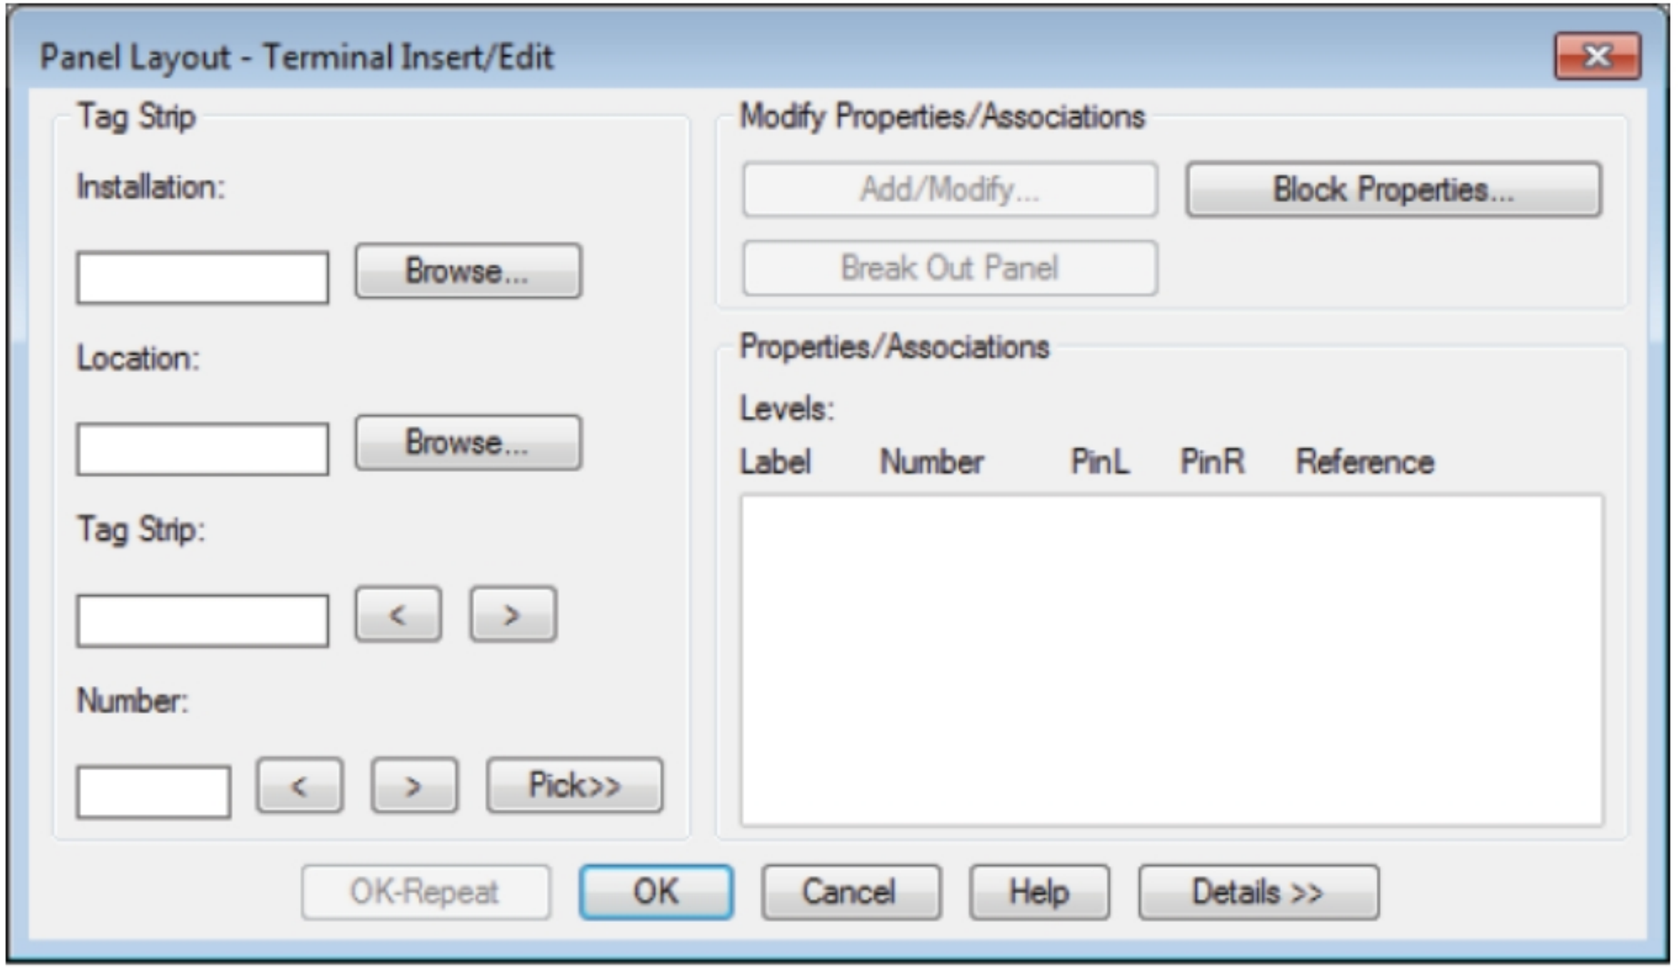

Figure-49. Panel Layout Terminal Insert or Edit dialog box
- Click in the drawing at desired location to place the terminal(s) and specify the orientation. The **Panel Layout- Terminal Insert/Edit** dialog box will be displayed; refer to Figure-49.